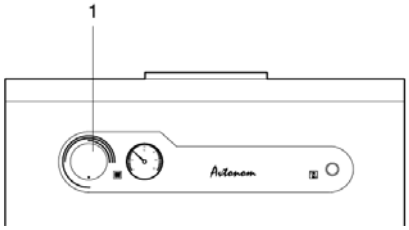

рис. 4.2
– Установите термостат котла (1) на нужную температуру (рис. 4.2).